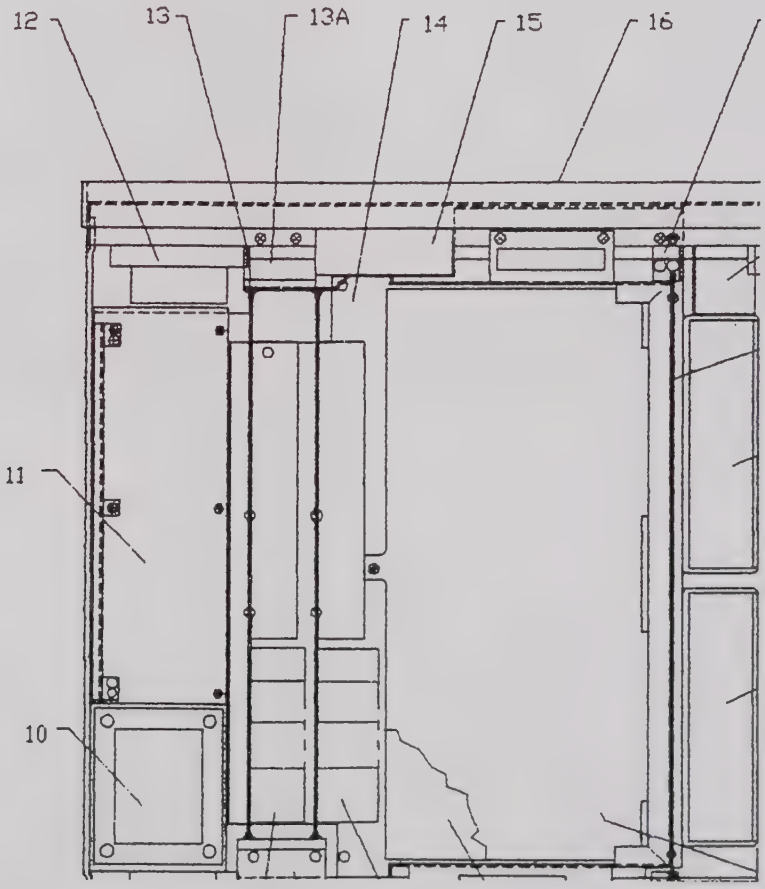

Figure 5-13. SRA Location
Unless otherwise indicated, replacement procedures are the reverse of removal procedures. See figure 5-13 for SRA location.
To replace the calibration bridge transformer assembly (1, figure 5-13), perform the following:
To replace the interconnect board assembly (2, figure 5-13), perform the following:
To replace either isolation/tapped transformer assembly (3, 4, figure 5-13), perform the following (NOTE STEP 7):
To replace the sine/cosine board assembly (5, figure 5-13), perform the following:
To replace the analog board assembly (6, figure 5-13), perform the following:
To replace an isolated power supply (7, 8, figure 5-13), perform the following:
To replace the display/keyboard assembly (9, figure 5-13), perform the following:
6. Remove four screws (5A, figure 5-13) securing card file guide bar from top and bottom of front panel.
7. Remove two screws (7A, figure 5-13) securing isolated power supply assembly guide bracket from top of rear panel.
To replace the isolated power transformer assembly (10, figure 5-13), perform the following:
To replace the main power supply board assembly (11, figure 5-13), perform the following:
6. Remove isolated power supply A6 (8, figure 5-13) to facilitate performing next procedure.
To replace the main transformer assembly (12, figure 5-13), perform the following:
5. Remove two screws (16A, figure 5-13) securing card file guide bar from top of rear panel.
6. Remove two screws (13A, figure 5-13) securing isolated power supply guide bracket from top of front panel.
To replace the system board assembly (14, figure 5-13), perform the following: